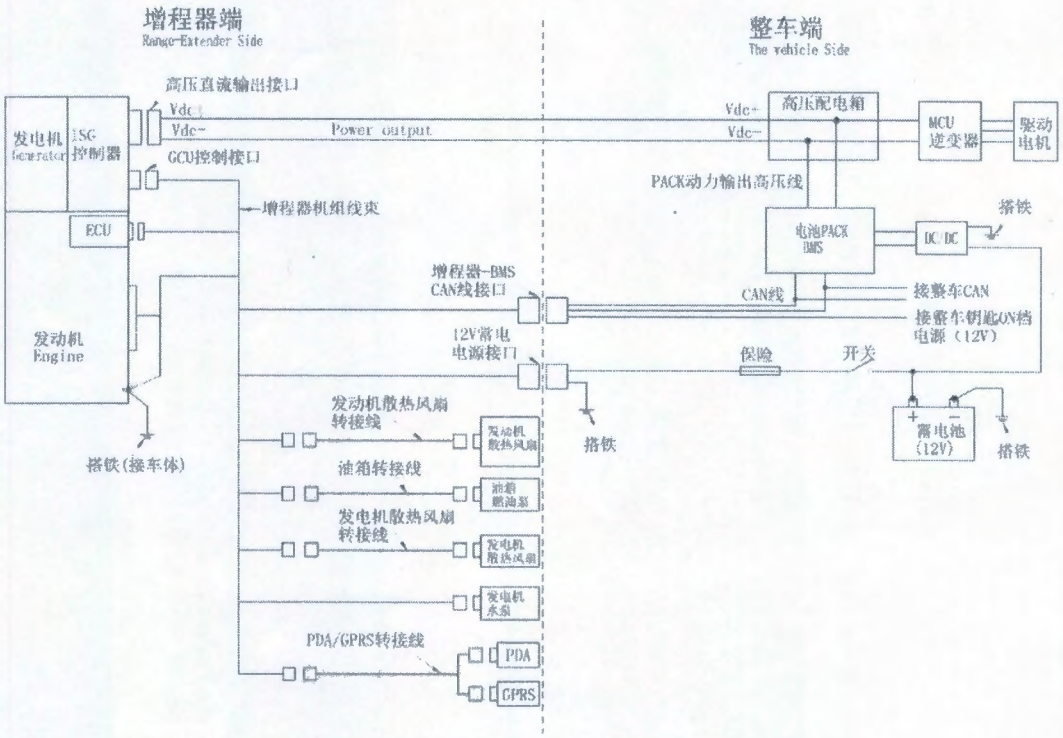

图 7 增程器系统与整车接线图
4.5.1 增程器系统与整车接线图，如图 7 所示：
1） **高压直流动力线束连接，见 4.5.1 图 7；**
3） 12V 常电线束连接，见 4.5.1 图 7；
4） BMS－CAN 线连接以及钥匙电连接，见 4.5.1 图 7；
5） 发动机散热风扇线束连接，见 4.5.1 图 7；
6） 油箱线束连接，见 4.5.1 图 7；
7） 发电机散热风扇线束连接，见 4.5.1 图 7；
8） 发电机水泵线束连接，见 4.5.1 图 7；
9） PDA/GPRS 线束连接，见 4.5.1 图 7；